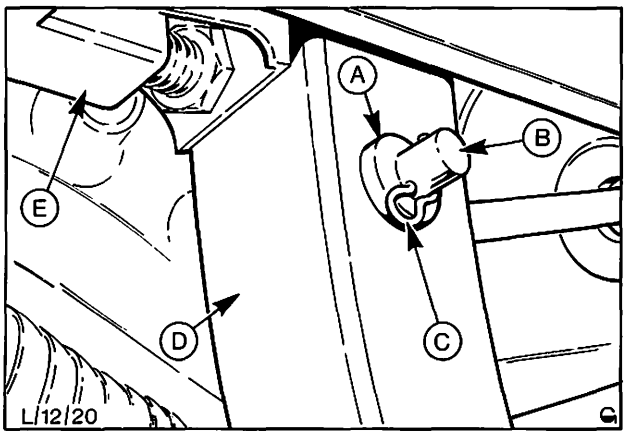

Abb. 63 A = Büchse
12. Bremsdruckstange zum Bremspedal ausrichten, Gabelbolzen und Federklammer anbringen, Abb. 63.